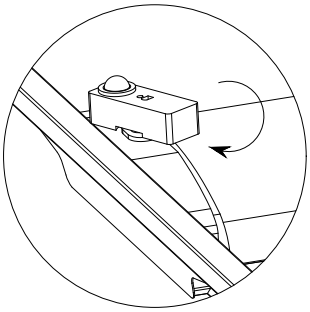

Fig. 3
3.Rotate the sensor and align its edge to receptacle to ensure that it's installed securely.(Fig. 3 & Fig. 4)